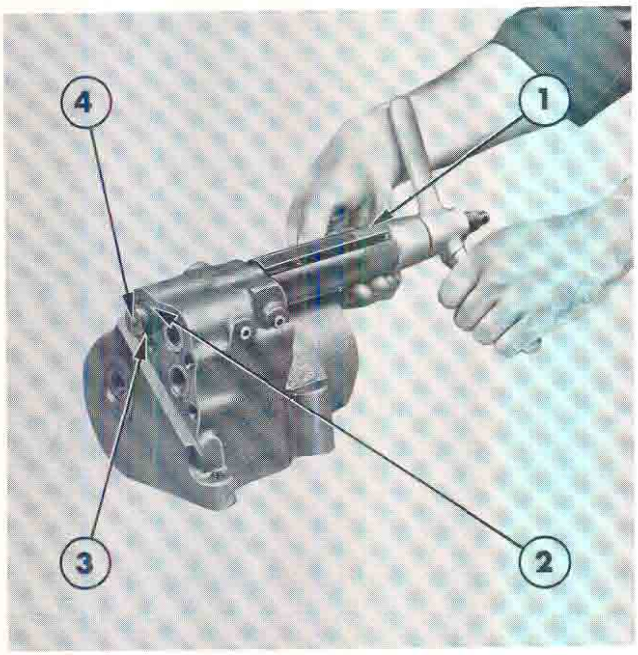

Figure 32
17. Pass the Extension Tool No. T8510-1/b through the feathering valve bushing from the *rear* end. Screw the Special Nut Tool No. T8510-1/h onto the Extension until the taper on the Special Nut locates squarely in the front end of the bushing, Figure 32.